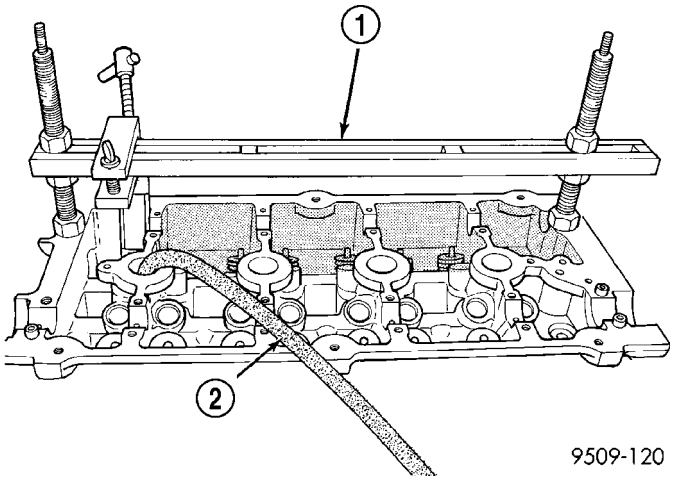
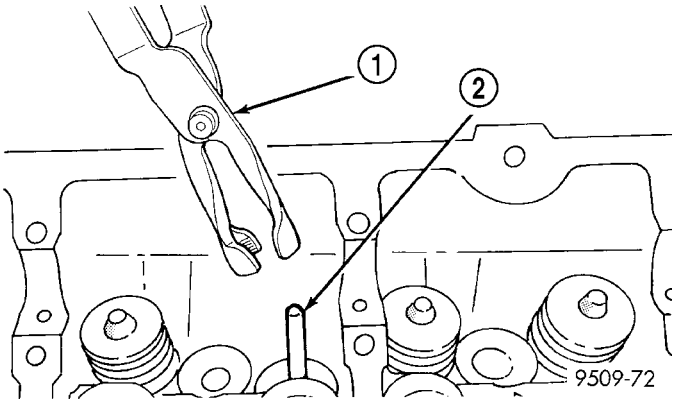

Fig. 33 Valve Spring - Removal/Installation
Fig. 35 Valve Stem Oil Seal Tool
(1) Remove cylinder head cover (Refer to 9 - ENGINE/CYLINDER HEAD/CYLINDER HEAD COVER(S) - REMOVAL).
(2) Remove camshafts (Refer to 9 - ENGINE/CYLINDER HEAD/CAMSHAFT(S) - REMOVAL).
(3) Rotate crankshaft until piston is at TDC on compression.
(4) With air hose attached to adapter tool installed in spark plug hole, apply 90-120 psi air pressure.
(5) Using Special Tool MD-998772-A with adapter 6779 (Fig. 33), compress valve springs and remove valve locks.
(6) Remove valve spring(s).
(7) Remove valve stem seal(s) by a using valve stem seal tool (Fig. 35).
(2) Install valve spring and retainer, use Special Tool MD-998772-A with adapter 6779 to compress valve springs only enough to install locks (Fig. 33). Correct alignment of tool is necessary to avoid nicking valve stems.
(3) Remove air hose and install spark plugs.
(4) Install camshafts (Refer to 9 - ENGINE/CYLINDER HEAD/CAMSHAFT(S) - INSTALLATION).
(5) Install cylinder head cover (Refer to 9 - ENGINE/CYLINDER HEAD/CYLINDER HEAD COVER - INSTALLATION).
(1) Coat valve stems with clean engine oil and insert in cylinder head.
(2) Install new valve stem seals on all valves using a valve stem seal tool (Fig. 35). The valve stem seals should be pushed firmly and squarely over valve guide.